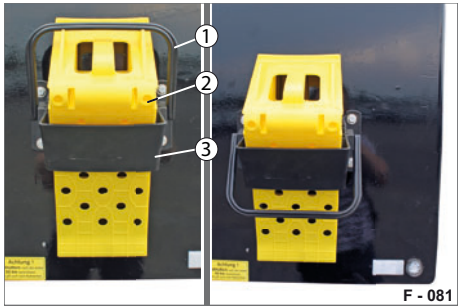

Abb. 107 Unterlegkeil in Haltekonsole
▶ Ziehen Sie den Sicherungsbügel (Abb. 107/1) zu sich.
▶ Nehmen Sie den Unterlegkeil (Abb. 107/2) heraus.
▶ Stecken Sie den Unterlegkeil in die Haltekonsole (Abb. 107/3).
▶ Drücken Sie den Sicherungsbügel (Abb. 107/1) auf den Unterlegkeil.